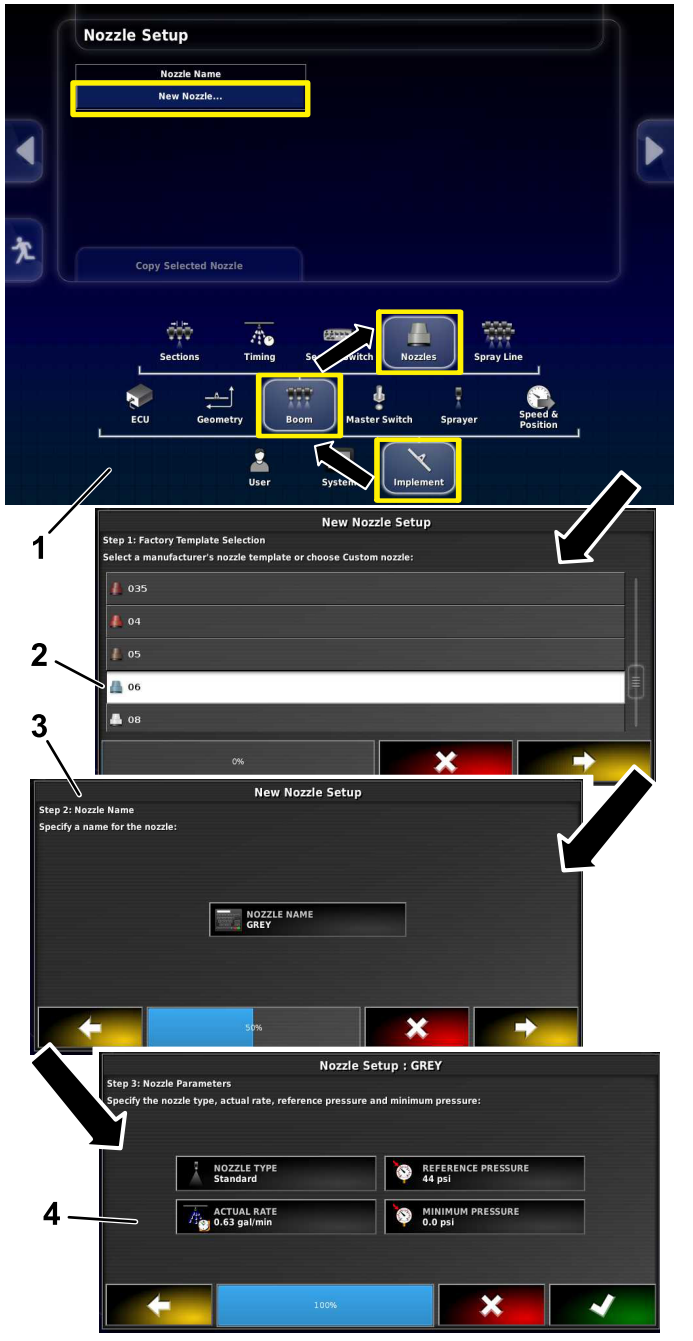

Figure 6
2. Sélectionnez les icônes accessoire, rampe et buses (Figure 6).
3. Sélectionnez l'icône Nouvelle buse en haut de l'écran (Figure 6).
4. Sélectionnez la buse par taille et couleur (Figure 6).
5. Appuyez sur l'icône NOM DE BUSE (Figure 6).